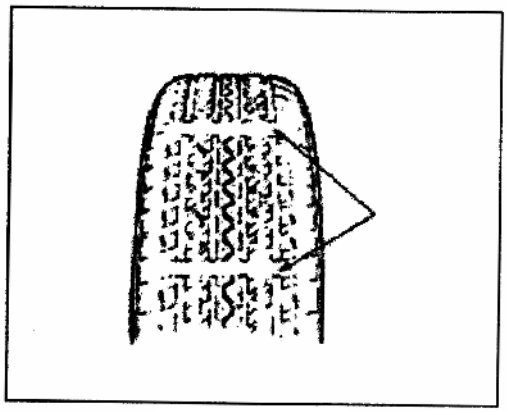

Рис. 596
Если индикаторы (1) появляются в 3-х или более канавках в 6 места, рекомендуется заменить шину (Рис.596).